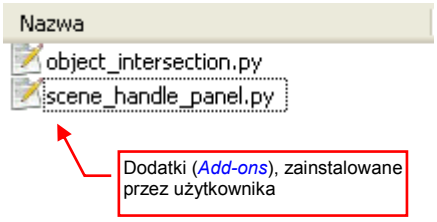

Rysunek 4.5.3 Zawartość *scripts\addons*
- *scripts\addons*: w podfolderze *addons* Blender przechowuje dodatki (*add-ons*) zainstalowane przez użytkownika (Rysunek 4.5.3, por. także str. 285). Dzięki temu są przenoszone z całą konfiguracją przy aktualizacji do nowej wersji programu.